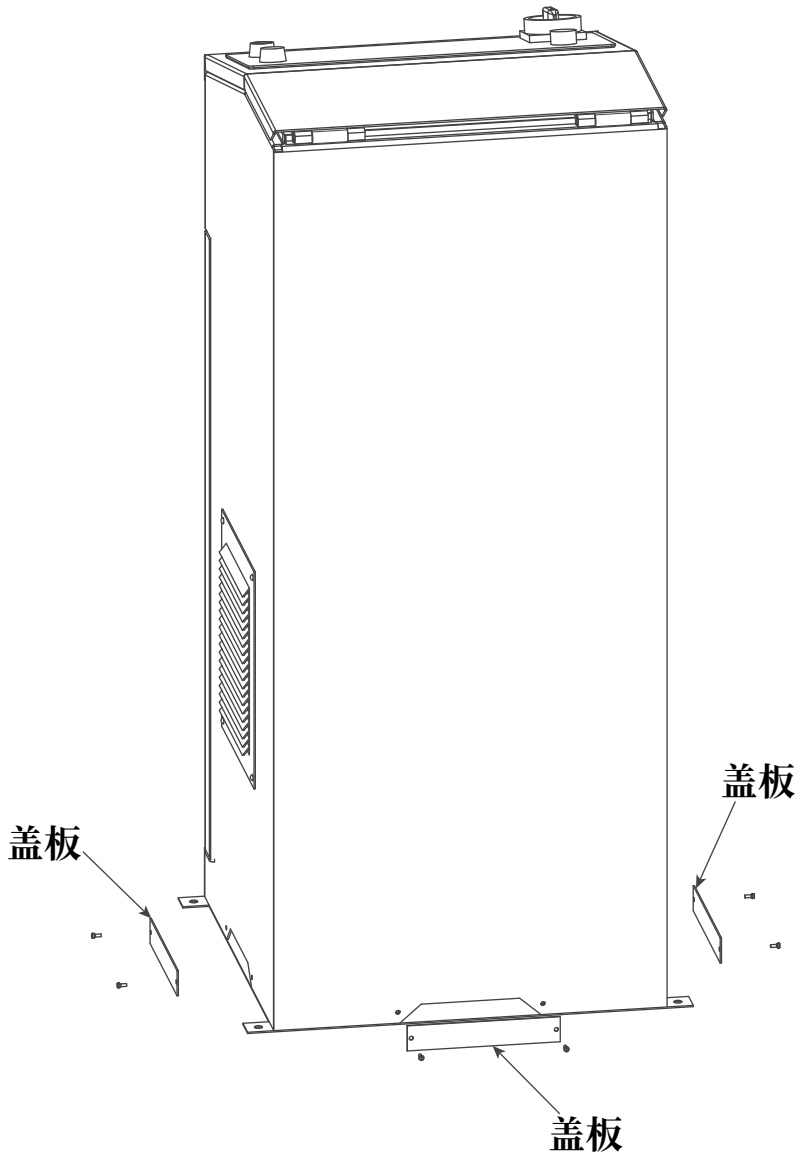

Fig. 2
a)根据安装需要移除控制箱护板，穿入油管和电线等，Fig.2